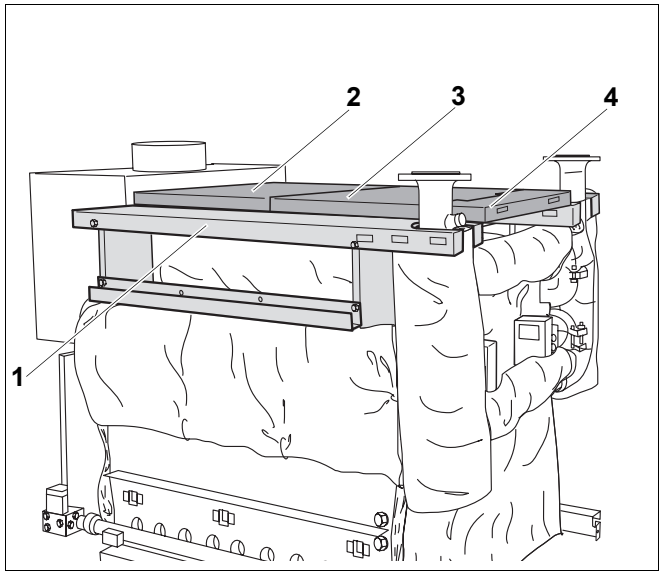

Rys. 60 Montaż pokryw kotła
- Nałożyć tylną pokrywę kotła (rys. 60, **poz. 2**) i przykręcić do bocznych pokryw kotła (rys. 60, **poz. 1**) śrubami z łbem płaskim 3,9 x 9,5. Od wielkości kotła 2 x 12 stosuje się także środkową pokrywę kotła (rys. 60, **poz. 3**), którą trzeba włożyć między przednią (rys. 60, **poz. 4**) i tylną pokrywę kotła (rys. 60, **poz. 2**).